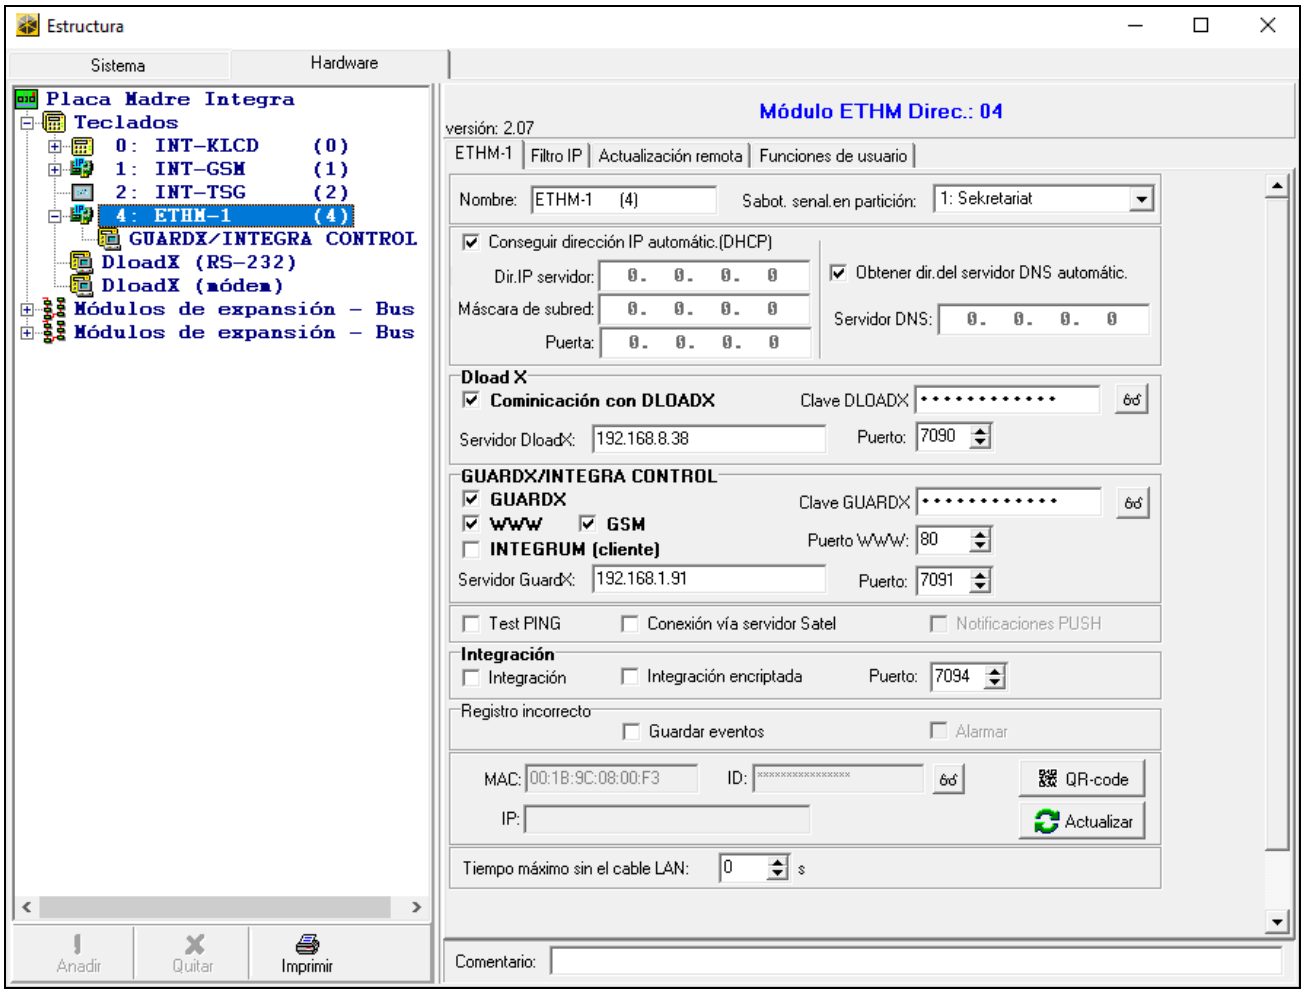

Fig. 5. Programa DLOADX: ajustes del módulo conectado con la central INTEGRA / INTEGRA Plus (módulo identificado como «ETHM-1»).
- *en el programa DLOADX: por debajo de los parámetros y las opciones del módulo (fig. 5 y 6).*